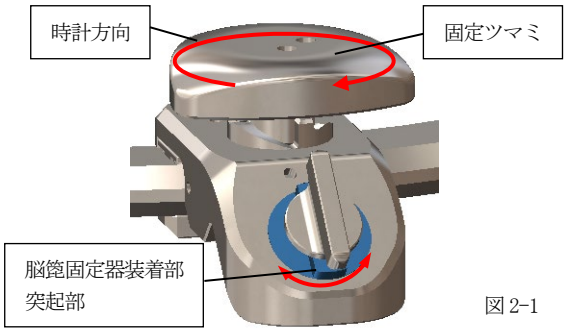

図 2-1
(2)-1 脳篦固定器装着部の突起部をフレームに対して垂直にしてください。(図 2-1)
(2)-2 固定ツマミを時計方向に回し仮固定してください。(図 2-1)